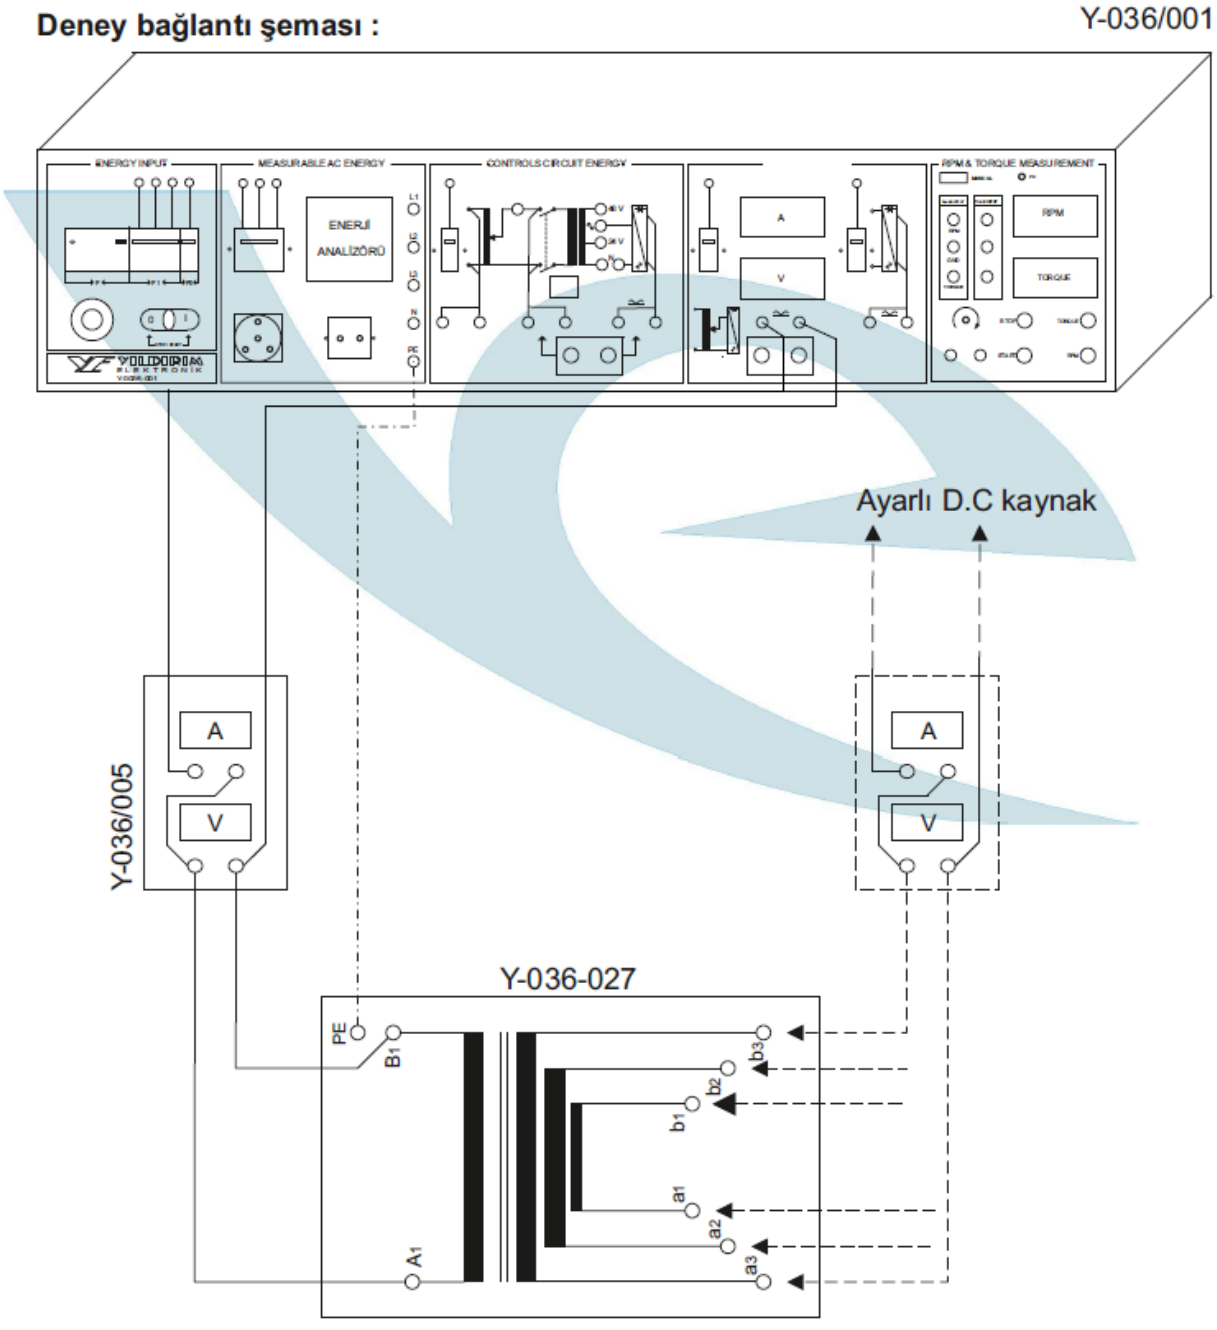

Figure 3. Resistance Measurement Experiment Connection Diagram of Single-Phase Transformer
- Set up the experimental connection given in Figure 3.